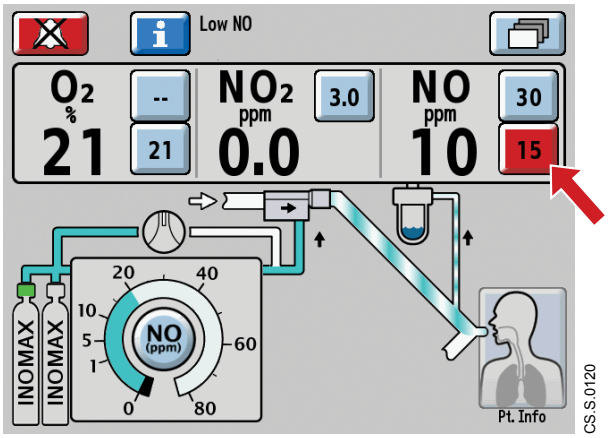

Figure 1-26 Main Screen; alarming for Low NO
- When an alarm occurs, the button of the exceeded setting flashes red (see arrow, Figure 1-26).